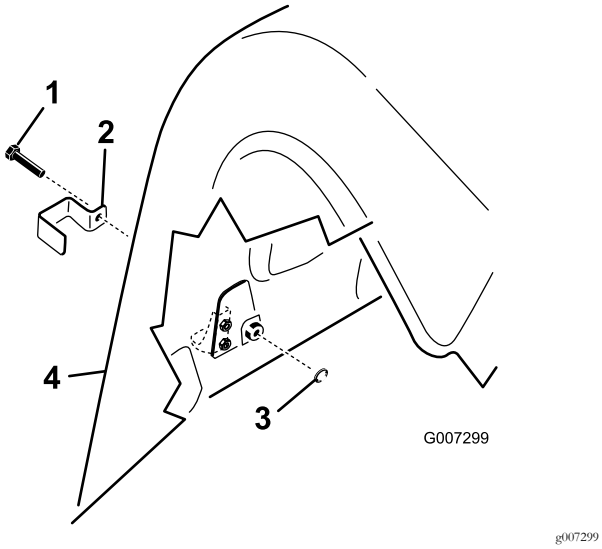

**Figuur 18**
1. Op de ProCore 864: gebruik een tapbout (4 in totaal) om een vergrendelbeugel te monteren op de onderste en bovenste motorkapvergrendelingen, links en rechts achteraan; zie Figuur 18.
2. Op de ProCore 1298: gebruik een tapbout (3 per beluchtingskop, 6 in totaal) om een vergrendelbeugel aan te brengen op alle onderste motorkapvergrendelingen achteraan en op de bovenste motorkapvergrendeling aan de buitenzijde, en dit zowel op de rechter als de linker achterkap; zie Figuur 18).
3. Gebruik een tang of een verstelbare steeksleutel en draai een interne borgring op elke bout (1 tot 2 schroefdraden) om de vergrendeling te bevestigen (Figuur 18).